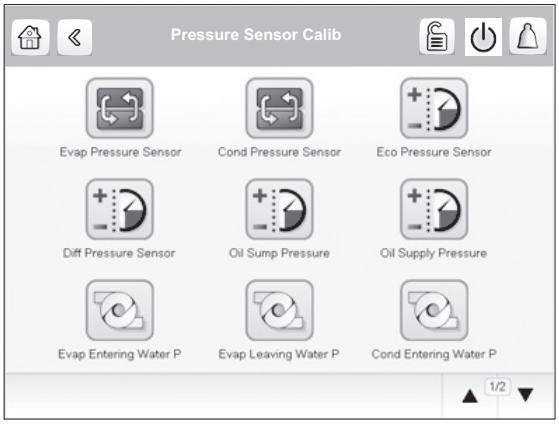

Fig. 34 — Pressure Sensor Calib Screen, Page 1
1. Go to Main Menu → Maintenance Menu → Pressure Sensor Calib. See Fig. 34 and 35.